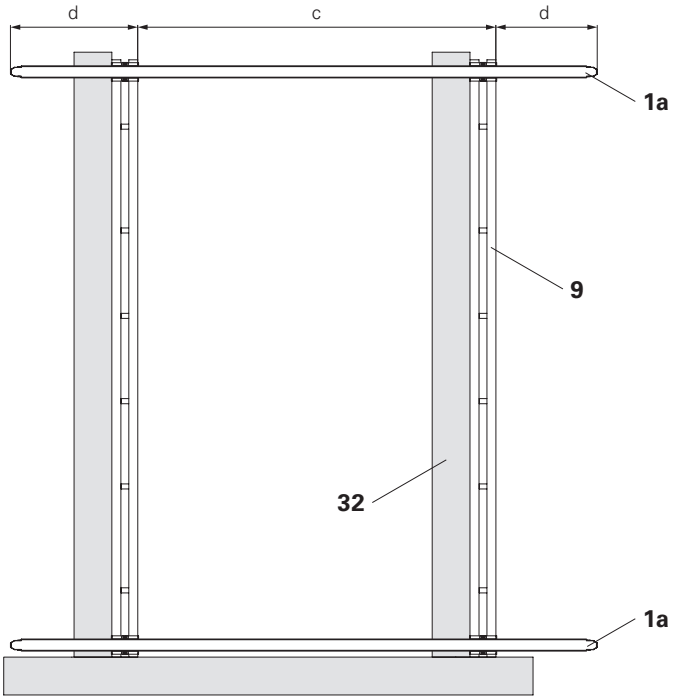
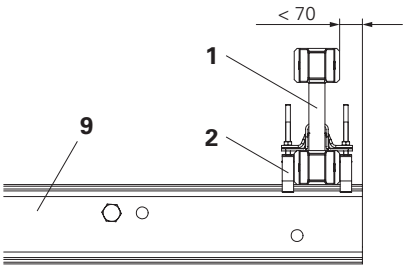

Abb. B2.01
Abb. B2.02
2. Die beiden äußeren Belagträger (**1a**) auf die Stahlriegel SRU (**9**) legen. Der Abstand Belagträger zum Rand beträgt max. 70 mm (Abb. B2.02). Der Überstand d ist auf beiden Seiten gleich (Abb. B2.01).